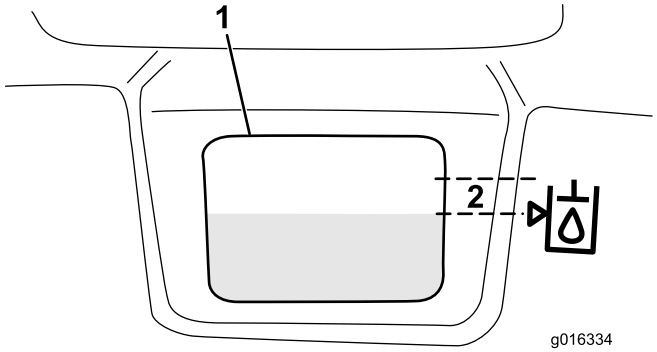

Figur 30
3. Fyll långsamt tanken med lämplig hydraulvätska tills nivån är vid eller inom 6 mm från pilen i symbolen bredvid det vita fönstret på tankens framsida (Figur 30). Fyll inte på för mycket.